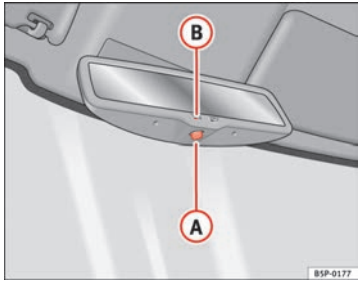

Fig. 69 Automatic anti-dazzle interior rear vision mirror.
– Press button (A) ⇒ Fig. 69. Control lamp (B) goes off.
– Press button (A) ⇒ Fig. 69. Control lamp is lit.